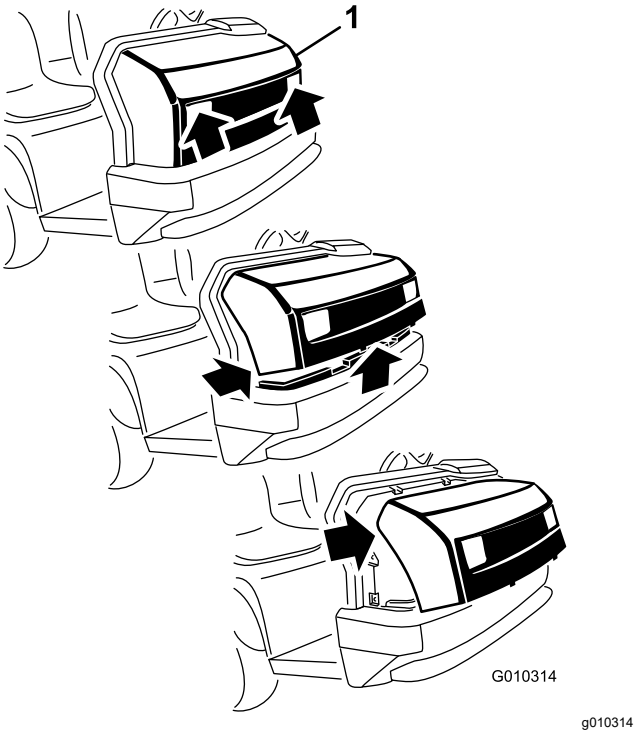

Figur 28
1. Fatta tag i strålkastaröppningarna på motorhuven och lyft huven uppåt så att de nedre monteringstapparna lossnar från ramspåren (Figur 28).
2. Sväng huvens nedre del uppåt tills du kan dra ut de övre monteringstapparna från ramspåren (Figur 28).
3. Sväng huvens övre del framåt och koppla loss kabelkontakterna från strålkastarna (Figur 28).
2. För in de övre monteringsflikarna i ramfästena (Figur 28).
3. För in de nedre monteringsflikarna i ramfästena (Figur 28).